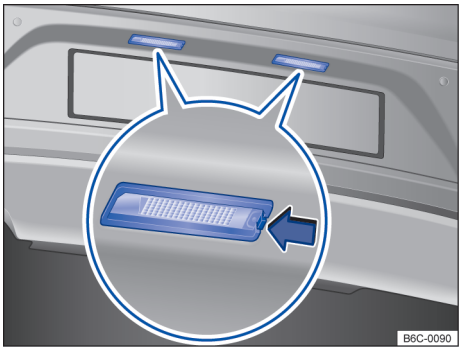

Fig. 163 No para-choque traseiro: lanterna da placa de licença.
2. Com o auxílio de uma chave de fenda, pressionar a trava → Fig. 163 (seta) para remover o conjunto.